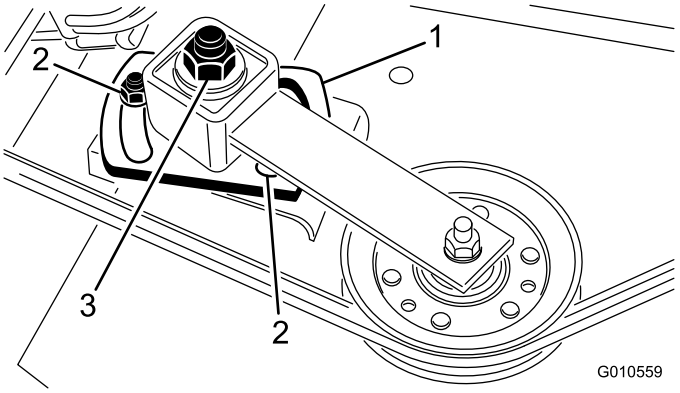

Figura 4
2. Afloje las 2 tuercas que sujetan la chapa de la polea tensora para que se libere la tensión que ejerce la polea tensora en la correa (Figura 4).
3. Retire la correa de la polea del eje derecho (Figura 4).